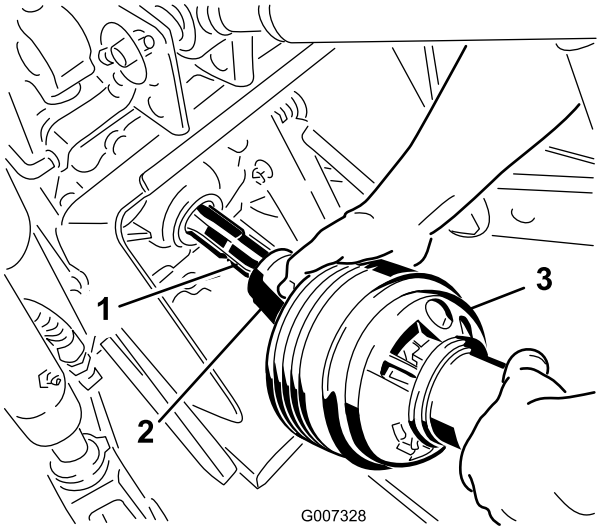

**Rysunek 21**
3. Podłącz wałek sprzęgający do wału odbioru mocy traktora (Rysunek 21).